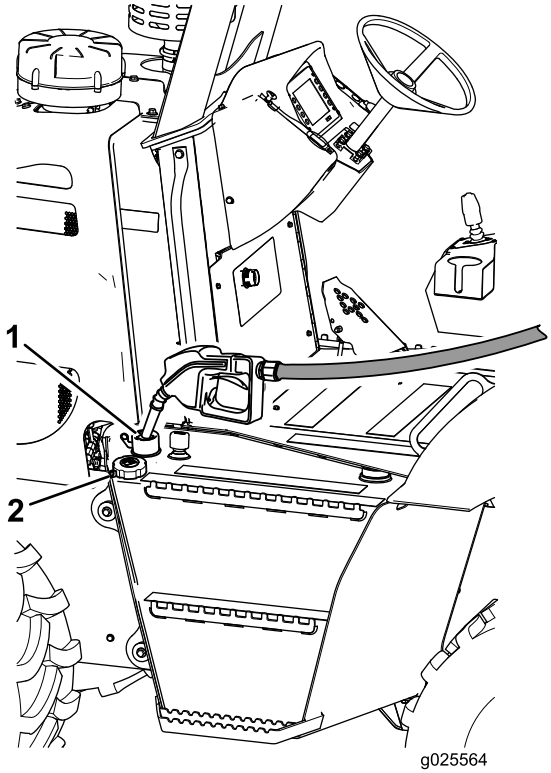

Bild 20
1. Reinigen Sie den Bereich um den Tankdeckel (Bild 20) und nehmen ihn ab.